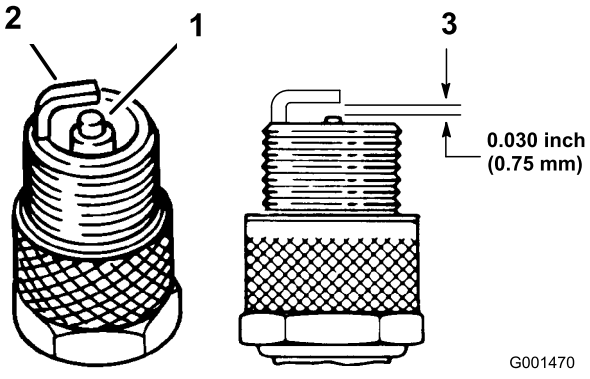

Figur 39
1. Titta i mitten av tändstiftet (Figur 39). Om isolatorn är ljusbrun eller grå fungerar motorn som den ska. En svart beläggning på isolatorn brukar betyda att luftrenaren är smutsig.
3. Kontrollera avståndet mellan mitt- och sidoelektroderna (Figur 39).
Obs: Böj sidoelektroden (Figur 39) om avståndet är felaktigt.
3. Anslut tändkabeln till tändstiftet (Figur 39).